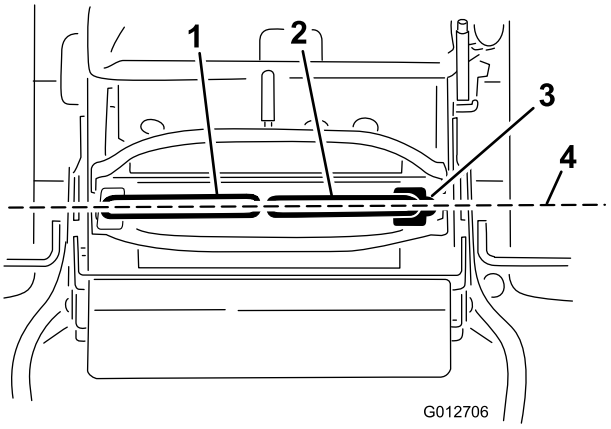

Figur 72
Vigtigt: Kontroller, at plæneklipperens sporing er korrekt efter justering af bevægelseshåndtagene. Justering af sporing og indstilling af bevægelseshåndtagene for til bag er samme procedure (Figur 72).
1. Når den vandrette justering er gennemført, skal justeringen for til bag kontrolleres ved at skubbe bevægelseshåndtagene en smule fremad for at opfange evt. slæk i bevægelseshåndtagenes ledforbindelser (Figur 72).